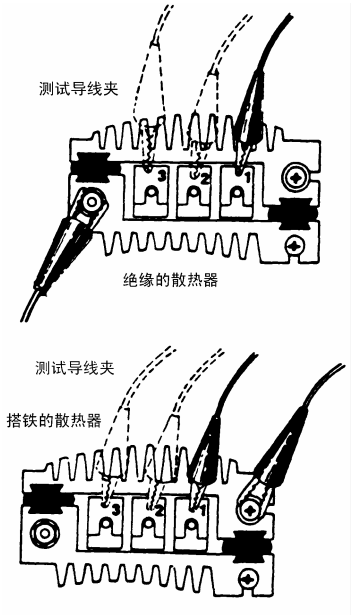

图 12　整流二极管总成试验连接
2、开始试验前参阅图 12。将所有接头连接到干净的金属表面上，必要时应清洁。如果下图与你的交流发电机不相配，可参考汽车维修手册。